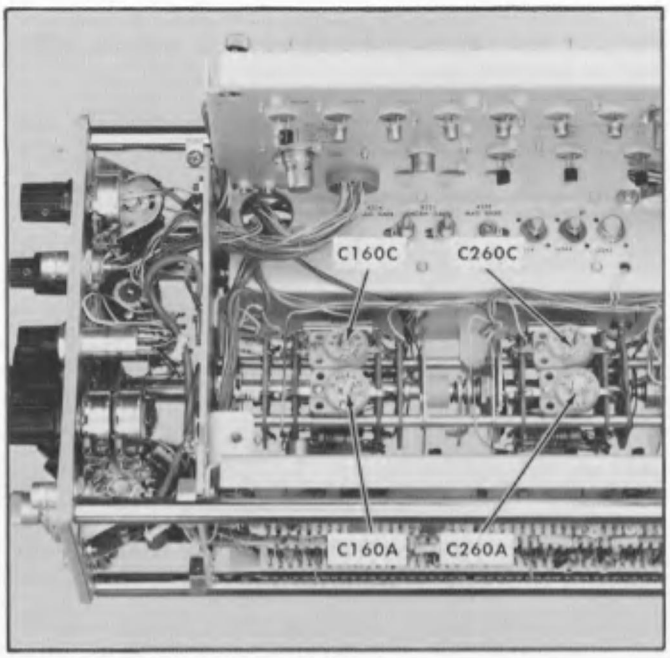

Fig. 6-7. Location of A and B sweep timing adjustments.
f. ADJUST—C160C (see Fig. 6-7) until there is a display of one time marker per centimeter.
m. ADJUST—C160C (see Fig. 6-7) until the sweep starts at the top of the magnified tenth time marker.
f. ADJUST—C160A (see Fig. 6-7) until the tenth time marker is exactly lined up with the ninth graticule line.
f. ADJUST—C260A (see Fig. 6-7) until the tenth time marker is exactly lined up with the ninth graticule line.
s. ADJUST—C260C (see Fig. 6-7) until the tenth time marker is exactly lined up with the ninth graticule line.